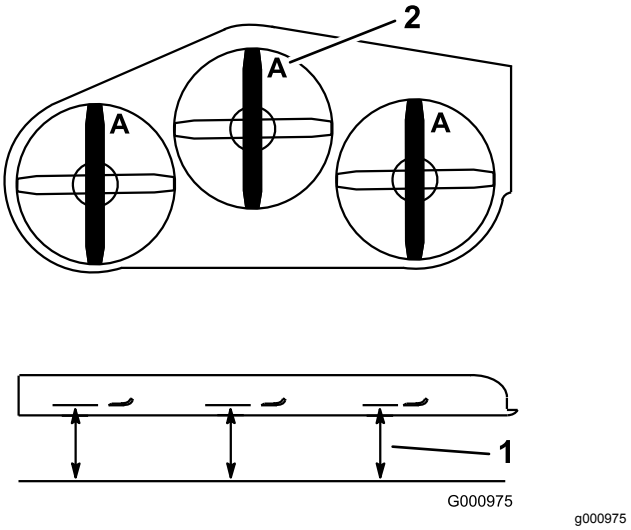

**Figuur 73**
2. Meet de afstand tussen een horizontaal oppervlak en de snijrand, stand **A**, van de messen (Figuur 73).